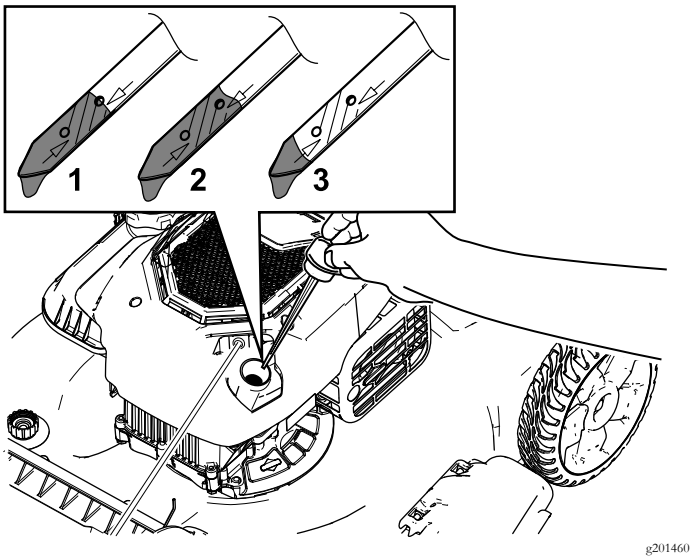

**Rysunek 6**
2. Wyjmij wskaźnik poziomu, obracając jego korek w lewo i wyciągając go (Rysunek 6).
7. Odczytaj poziom oleju na wskaźniku (Rysunek 6).